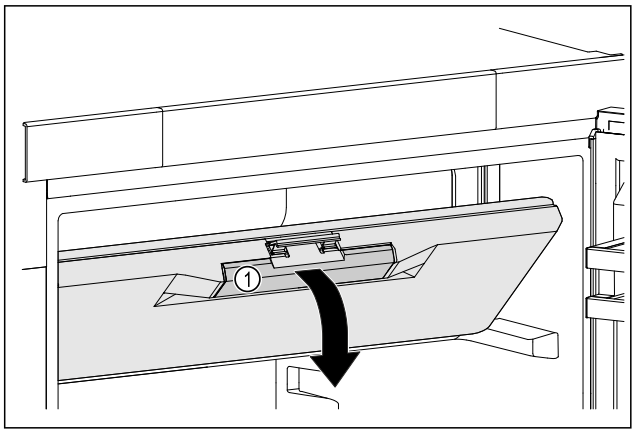

Fig. 75
▶ Возьмитесь за утопленную ручку *Fig. 75 (1)* на двери морозильного отделения.